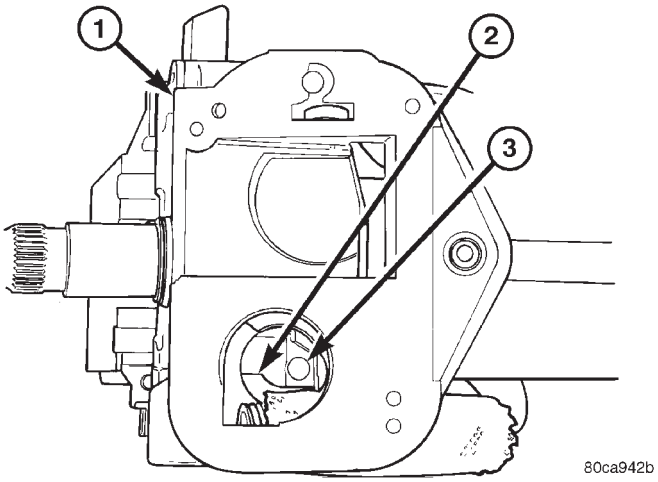

Fig. 18 STEERING WHEEL LOCK LEVER
(6) The flag at the rear of the ignition switch must be properly indexed into the steering column before installing the switch. This flag is used to operate the steering wheel lock lever in the steering column (Fig. 18). This lever allows the steering wheel position to be locked when the key is in the LOCK position.
(b) Be sure the flag on the rear of the switch is positioned above the steering wheel lock lever (Fig. 18).